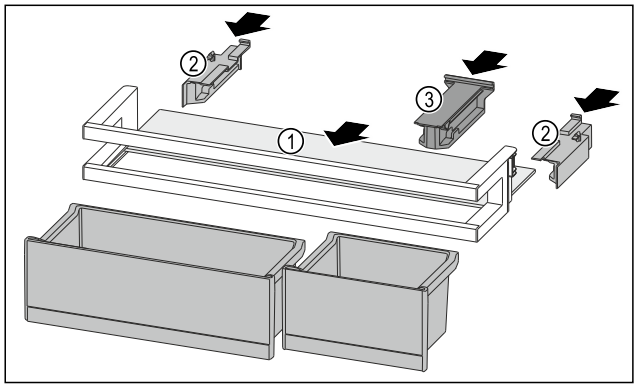

Fig. 174
- ▶ Push the shelf *Fig. 174 (1)* into the side recesses.
- ▶ Insert the side parts *Fig. 174 (2)*.
- ▶ Insert the holding part *Fig. 174 (3)*.